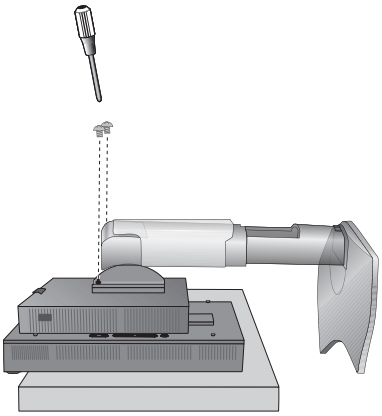

**Рисунок S.3**
9. Снимите 2 верхних винта (**Рисунок S.3**).